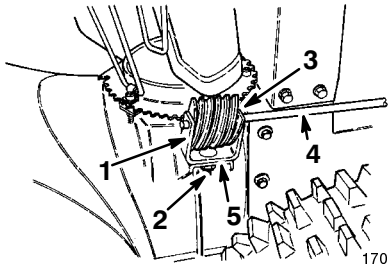

Figure 7
1. Insert the 1 in. (2.5 cm) carriage bolt into the gear bracket mounting hole (Fig. 7).
2. Position the worm gear into the bracket, align the holes, and insert the chute gear rod through the bracket and the gear (Fig. 7).
3. Loosely mount the worm gear and the bracket to the mounting flange with a carriage bolt, a flat washer, and a locknut (Fig. 7).
4. Slide the worm gear into the teeth of the chute gear and tighten the locknut (Fig. 7).